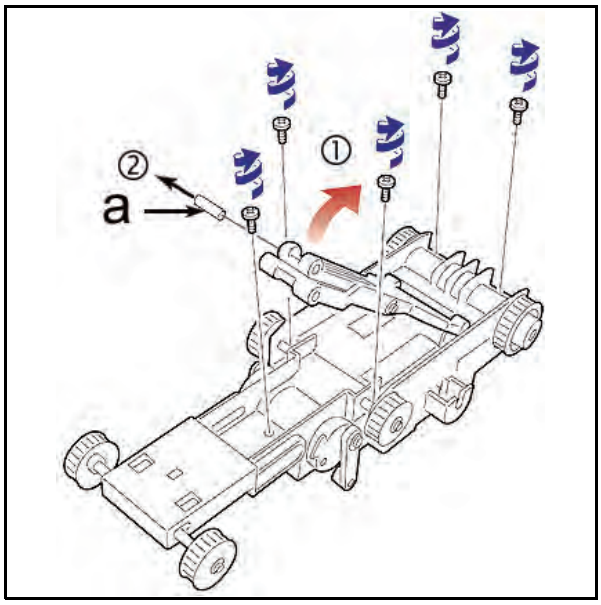

Figure 4-16 Retaining Screw Removals
4. Lift the Pusher Arm and remove the five (5) retaining screws shown in Figure 4-16 ①, then tip the assembly to the side and remove the loose pin (See Figure 4-16 a ②).